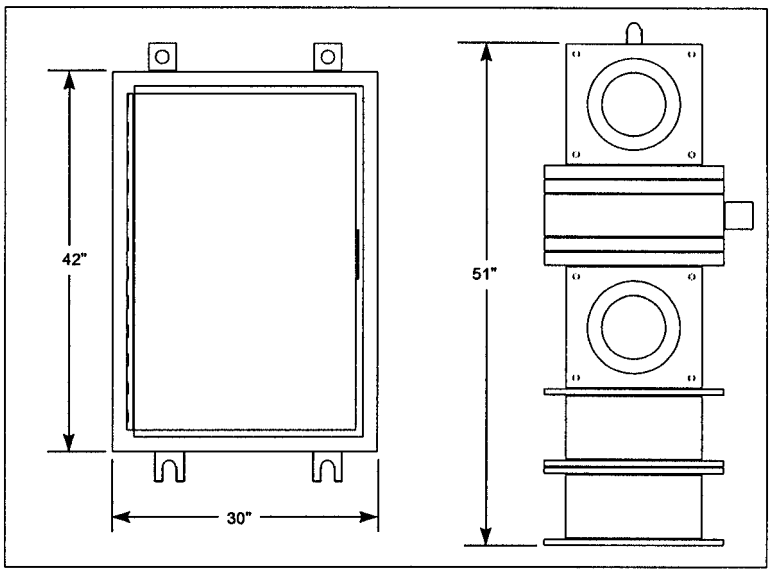

Figure 5-1
a. The CG-1000 sound signal system is comprised of a CG-1000 power supply and an ELG-300/02 (or ELU-300/02) emitter (Figure 5-1). ELG emitters are directional and resemble a loudspeaker while the ELU emitters are omnidirectional with outlets equally spaced around its perimeter.